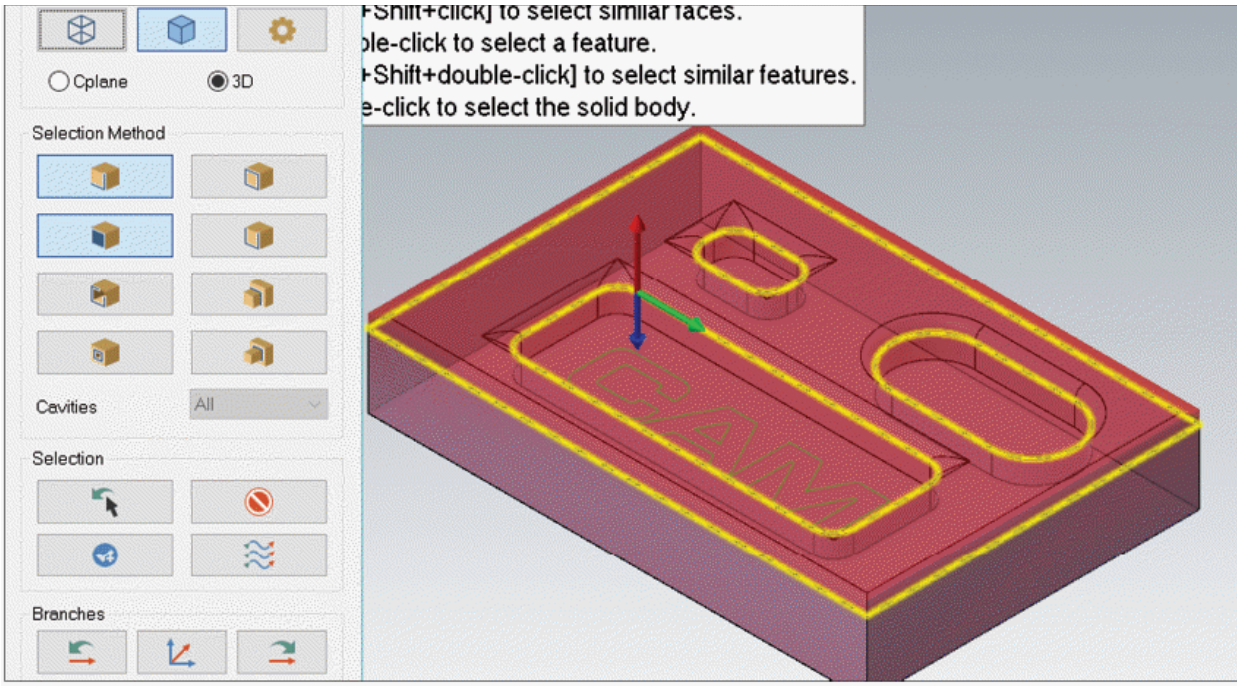

Figure-19. Edges selected for round
- Click on the **Solids** button from the **Mode** area of dialog box and select the edges of the model that are to be rounded; refer to Figure-19. Note that for the boundary of model, you need to select outer edges and for pockets, you need to select inner boundaries.